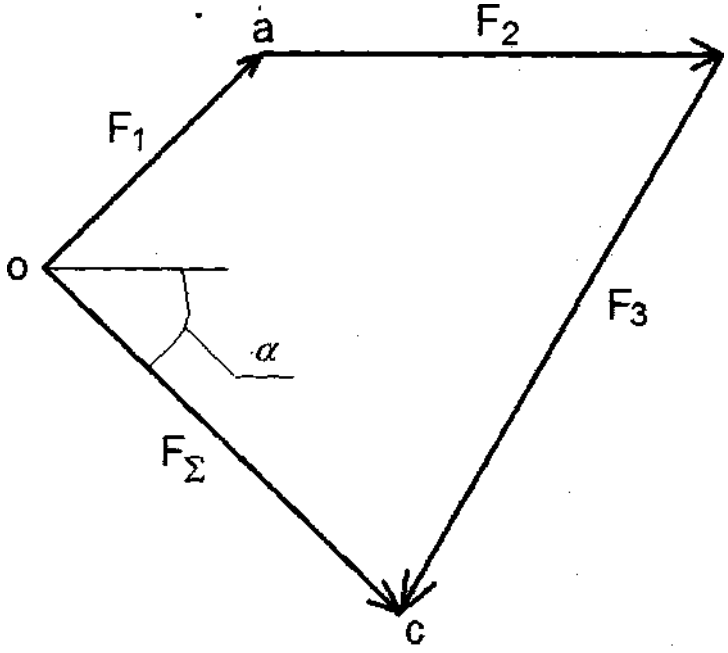

Рисунок 1.3
3. Строим силовой многоугольник (рисунок 1.3). Из произвольной точки ооткладываем отрезок оа, изображающий вектор силы Следует помнить, что силы необходимо строить так, как они заданы на рисунке, т.е. с учетом расположения сил под определенными углами и с учетом их направления. К концу отрезка оа (сила *F{)* достраиваем отрезок ab, изображающий вектор силы F_2. Далее к концу отрезка abдостраиваем отрезок Ьс, изображающий вектор силы F_3.Проводим равнодействующую силу - это будет вектор, выходящий из начала первого вектора (точки о) и идущий в конец последнего вектора (к точке с)